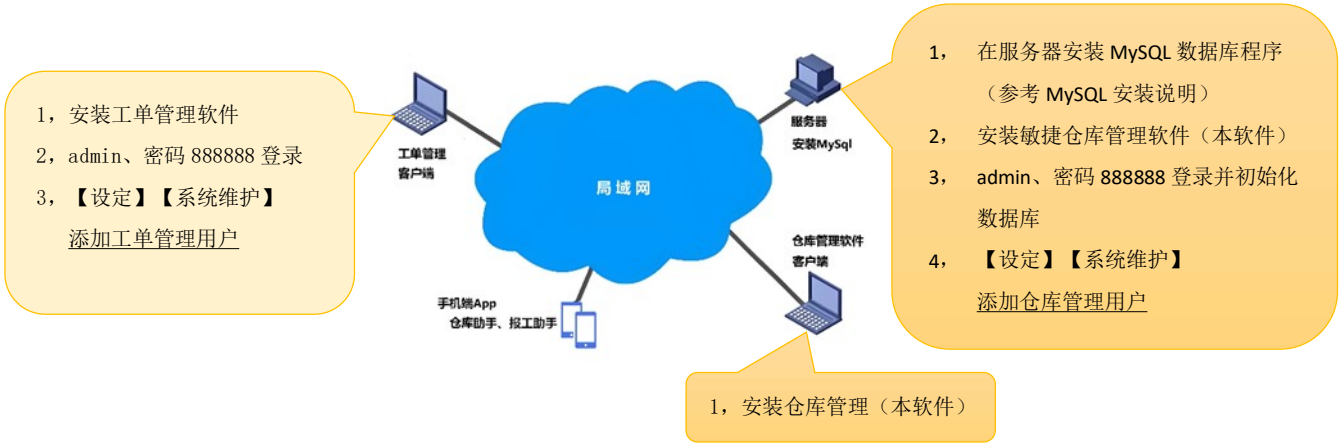

图 2-1
- 本软件作为系统的一部分，可以和工单管理软件配合使用（图 2-1）；
2.3 系统参考下图 2-1。服务器上安装 MySQL 数据库后，安装本软件（登录时服务器名输入 **localhost**）；其他的电脑（客户端），不需要安装 MySQL 数据库，仅仅需要安装本软件（登录时输入服务器的电脑名-设备名称）。